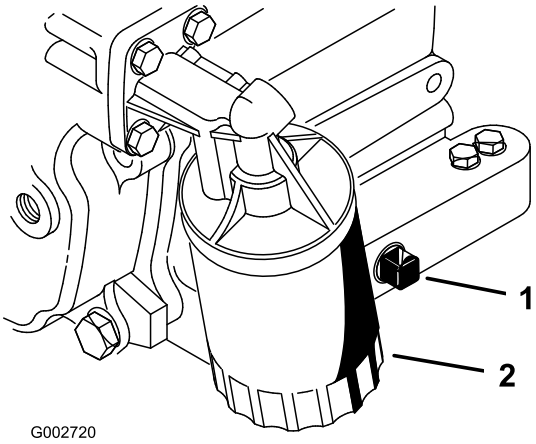

Figur 26
2. Ta bort avtappningspluggen (Figur 26) och låt oljan rinna ner i ett kärl. Sätt tillbaka avtappningspluggen när oljan har slutat rinna.
3. Avlägsna oljefiltret (Figur 26). Stryk på ett tunt lager ren olja på den nya filterpackningen.